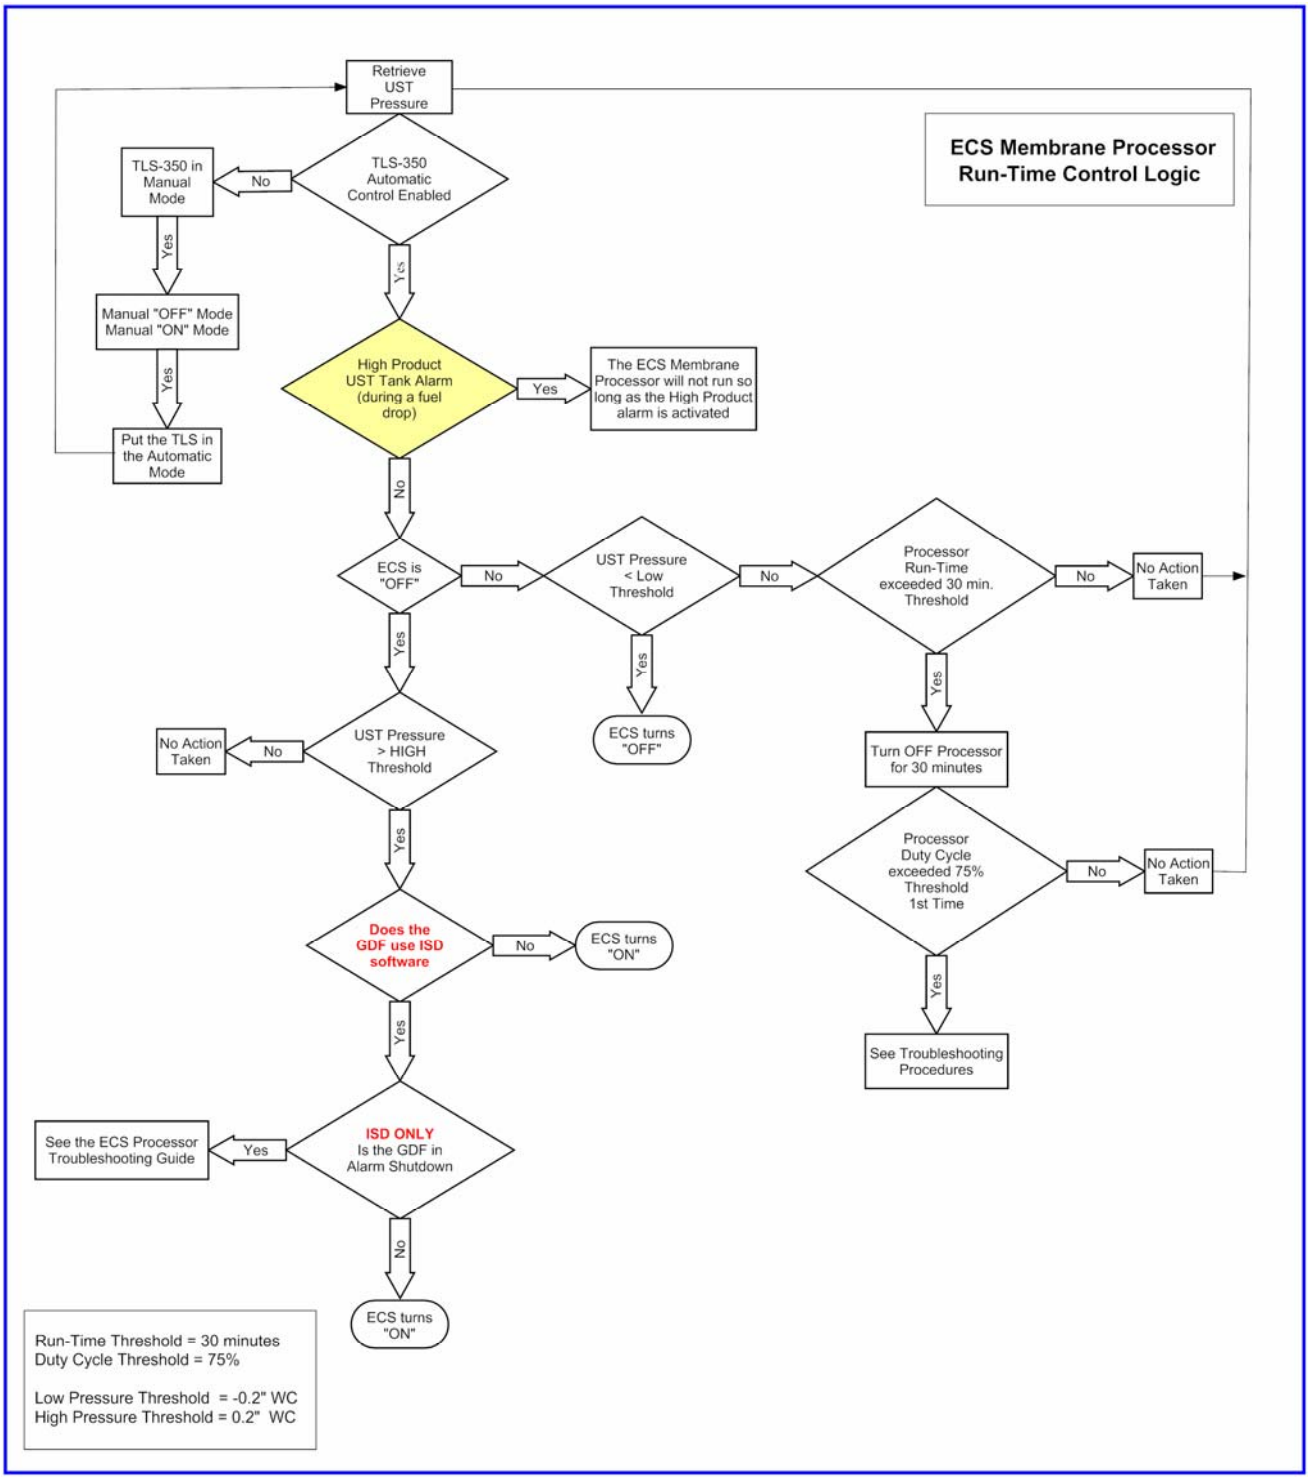

*Figure 9: Processor Run-Time Algorithm*
- Figure 9: Page 15-31 shows the *Processor Run*-Time Algorithm.